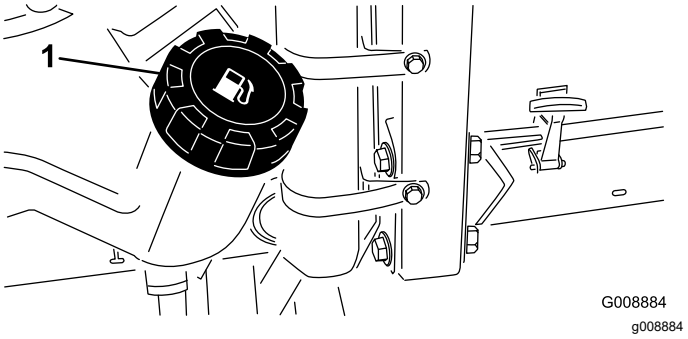

**Figur 29**
2. Rengör området runt tanklocket (Figur 29).